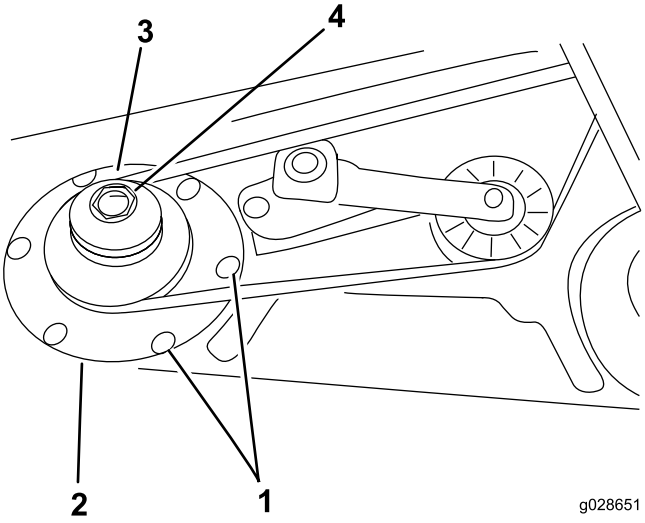

**Figura 4**
4. Retire la correa de la polea del eje derecho (Figura 4).
5. Retire los 6 pernos de cuello cuadrado y las 6 tuercas con arandela prensada que sujetan el alojamiento del conjunto del eje y el anillo de soporte a la unidad de corte (Figura 4). Guarde los herrajes.
9. Coloque la nueva polea de doble eje en el eje Figura 4).